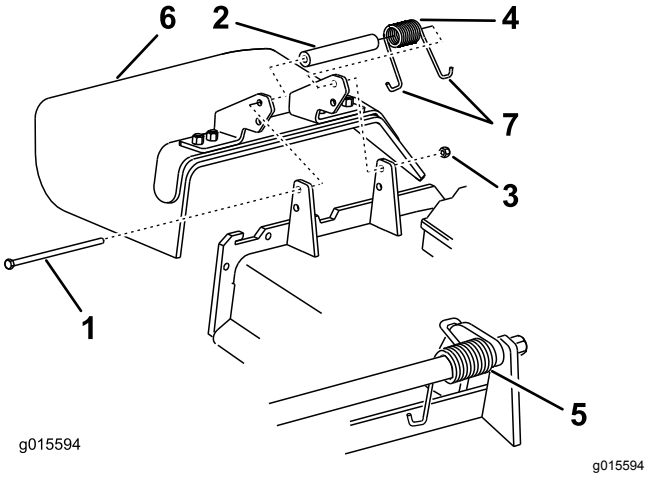

Figuur 122
1. Verwijder de borgmoer, bout, veer en afstandsstuk waarmee de grasgeleider vastzit op de draaibeugels (Figuur 122).
2. Verwijder een beschadigde of versleten grasgeleider (Figuur 122).
Opmerking: Zorg ervoor dat 1 J-vormig eind van de veer is gemonteerd achter de rand van het maaidek voordat u de bout monteert zoals wordt aangegeven in Figuur 122.
6. Plaats 1 J-vormig eind van de veer om de grasgeleider (Figuur 122).